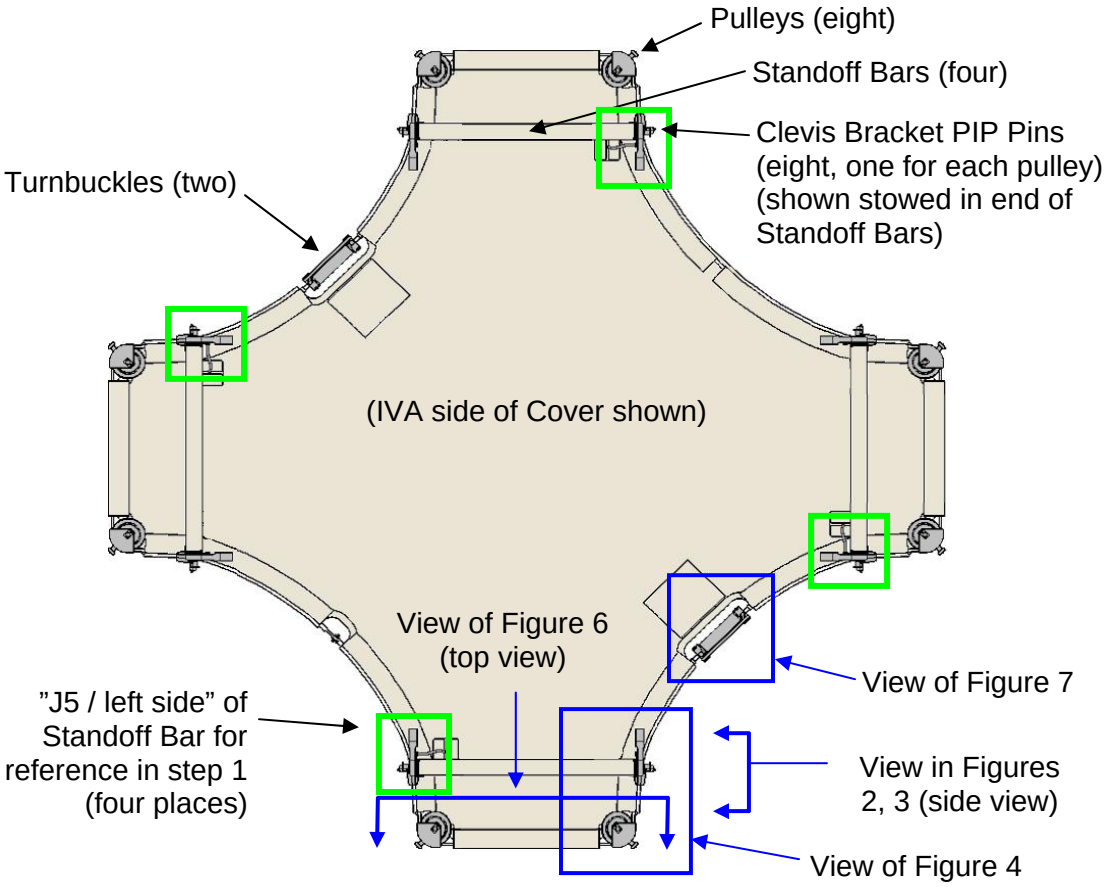

Figure 1.- CBM Center Disk Cover.
Refer to Figure 1.
1.3 At an angle to avoid side loads on J5 connector, first slide left (J5) side Standoff Bar Hook into Standoff Bracket, then right (J9) side. Rotate Standoff Bars away from center of Center Disk Cover Refer to Figures 1, 2, 3.